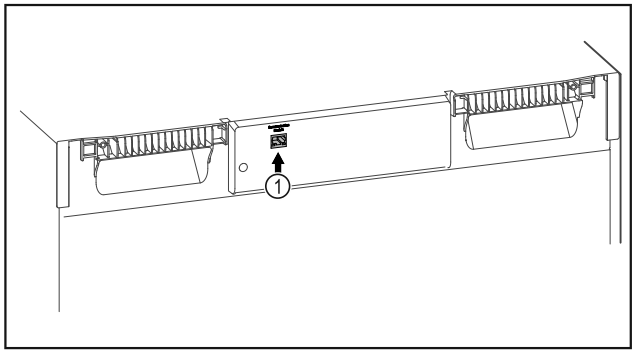

Fig. 101
❑ SmartModule *Fig. 101 (1)* este instalat.